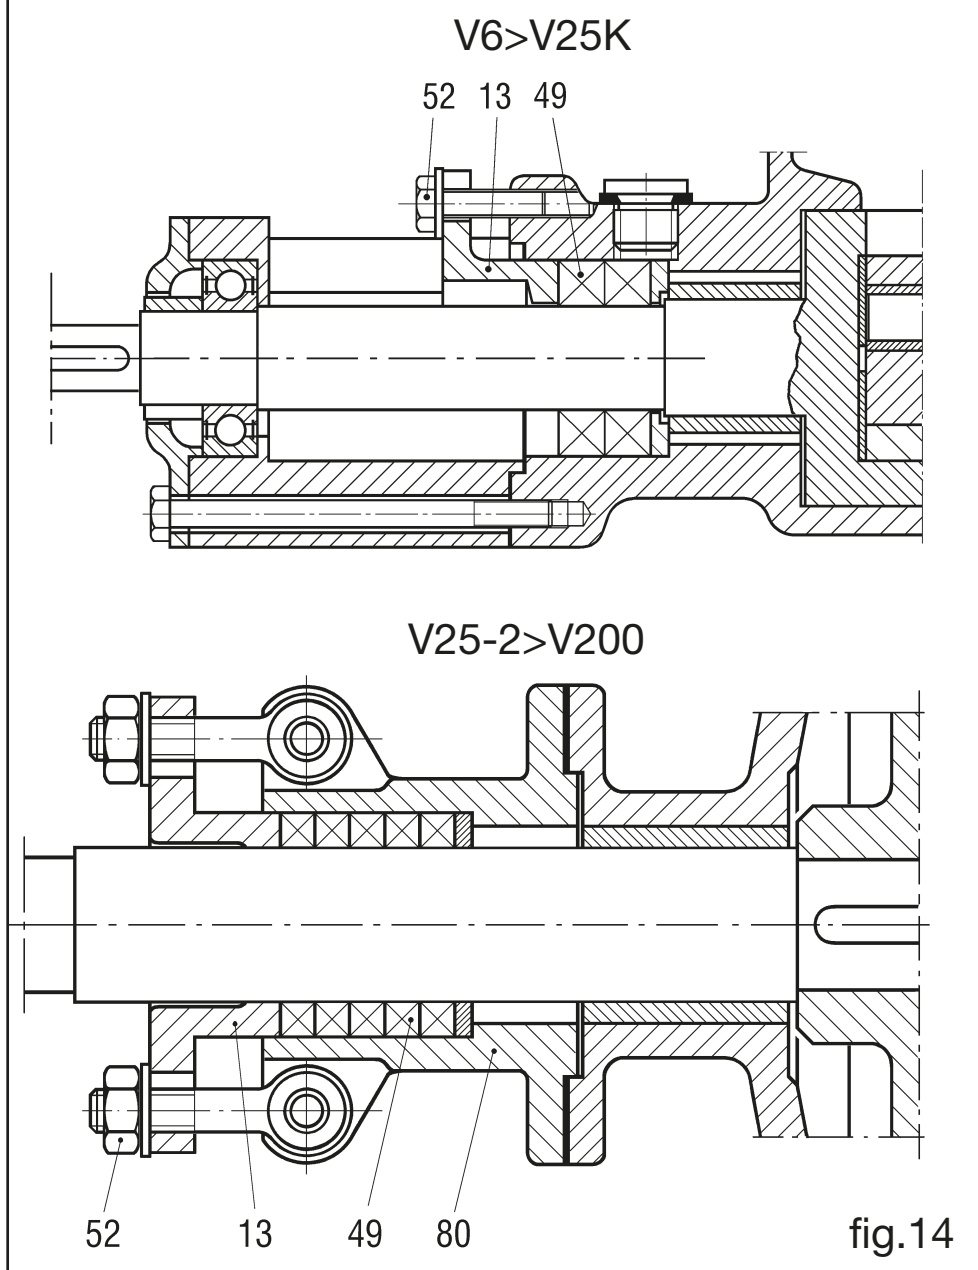

fig.14
11.7 Démontage de la garniture à tresse des pompes en fonte de V25-2 à V200 (fig. 14)